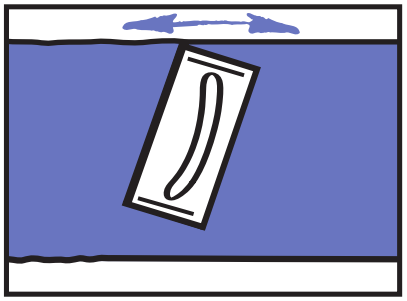

FIGURE 9 Sanding
- Lightly sand to a smooth even surface using 180 to 220 grit sandpaper or sanding mesh. [Figure 9]